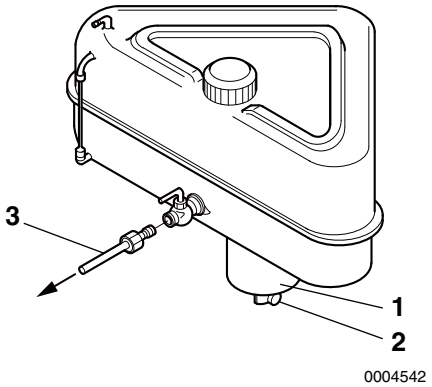

Figur 2
Sæt en taphane **(Figur 2, (2))** på i bunden af brændstoftanken for at aftappe vand og forurenende stoffer fra beholderen til bundfald **(Figur 2, (1))**.